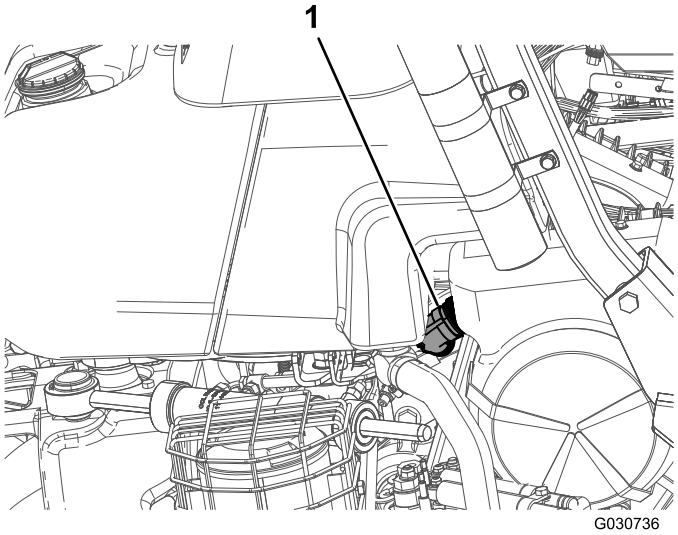

Bild 3
10. Schließen Sie den Stecker vom Generator ab, der sich in der Nähe des Motors befindet (Bild 3).